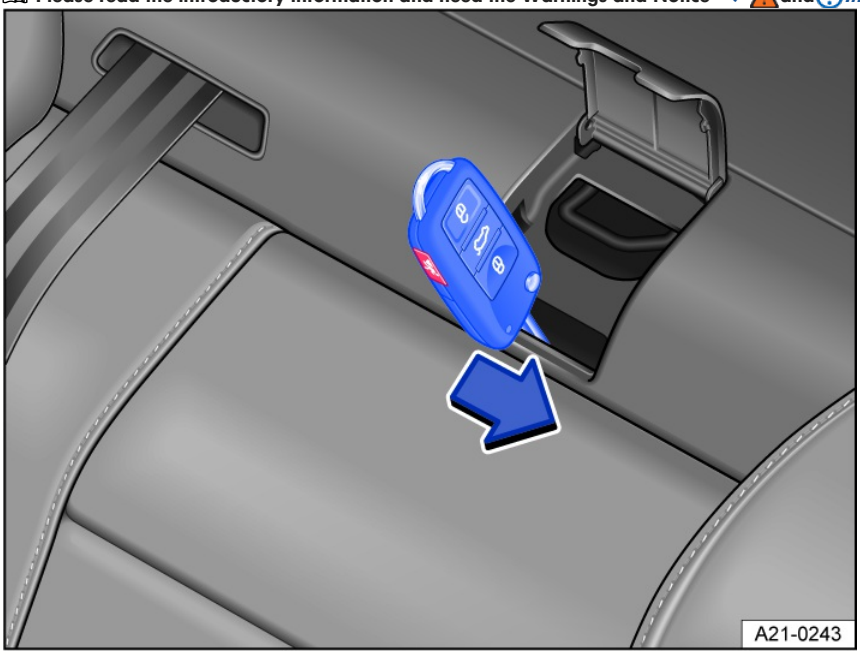

Fig. 52 Behind the rear seat backrest: mechanically unlocking the rear seat backrest using the emergency release.
1. Insert the vehicle key in the slot *fig. 52* to unlock the rear seat backrest and press in the direction of the arrow.